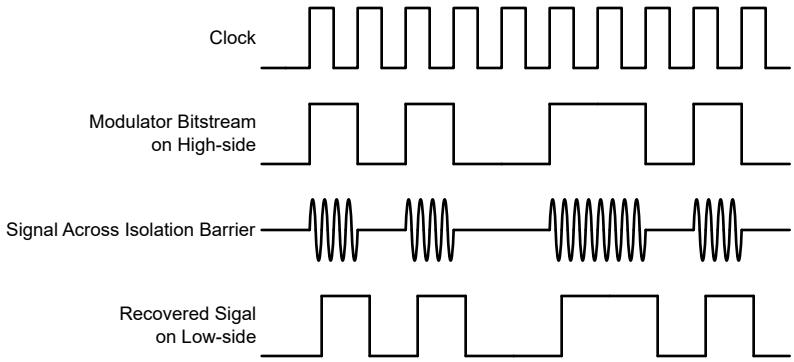

Figure 7-3. OOK-Based Modulation Scheme
The AMC3336 uses an on-off keying (OOK) modulation scheme, as shown in Figure 7-3, to transmit the modulator output bitstream across the SiO_2-based isolation barrier. The transmit driver (TX) illustrated in the *Functional Block Diagram* transmits an internally generated, high-frequency carrier across the isolation barrier to represent a digital *one* and does not send a signal to represent a digital *zero*. The nominal frequency of the carrier used inside the AMC3336 is 480 MHz.
Figure 7-3 shows the concept of the on-off keying scheme.